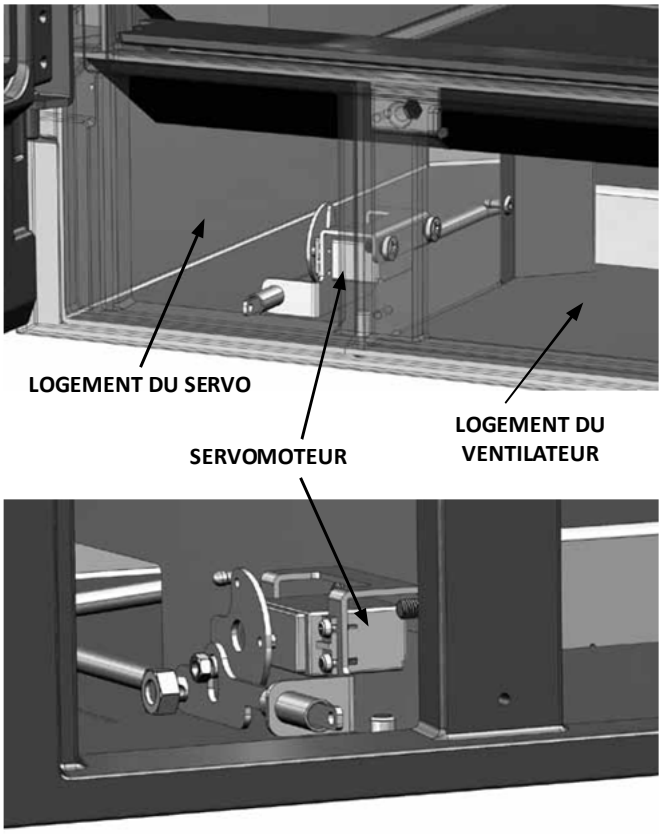

FIG. 3-4
3. Une fois extraite la tablette support du ventilateur, le logement du servomoteur est accessible (Fig. 3-4).